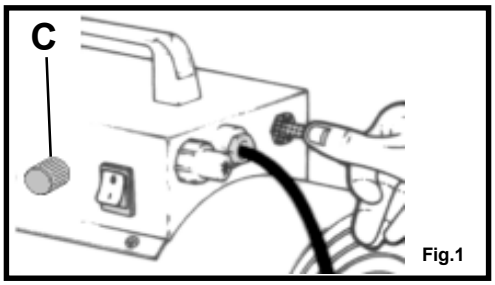

Fig.1
1. Откройте баллон с пропаном (смотри рисунок 1).